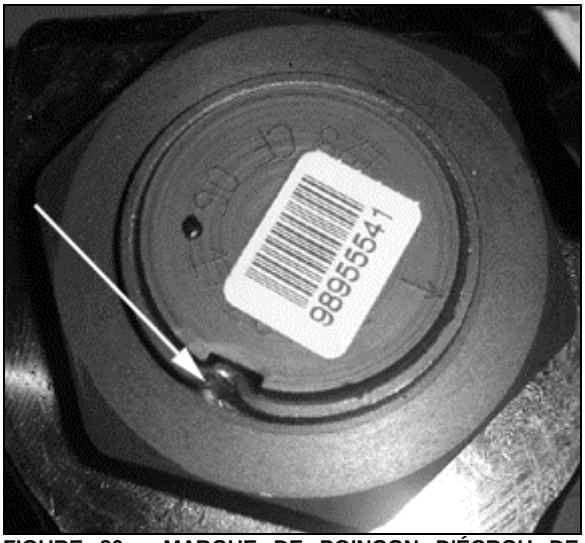

FIGURE 20 : MARQUE DE POINÇON D'ÉCROU DE FIXATION
3. Bloquer l'écrou avec l'arbre en faisant une marque de poinçon dans la rainure (se reporter à la Figure 20).